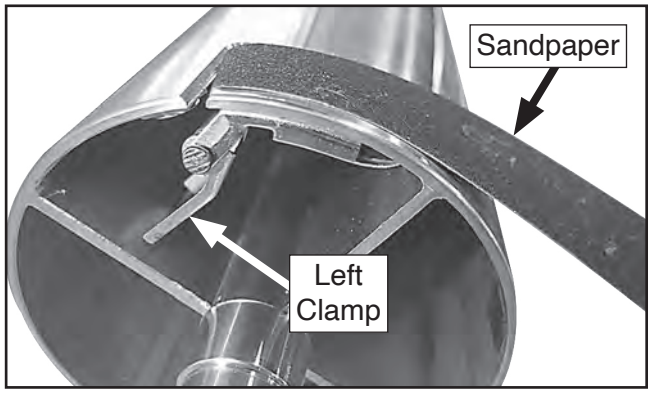

Figure 41. Location of left clamp (drum removed for clarity).
6. Squeeze left clamp and remove sandpaper from clamp (see **Figure 41**).